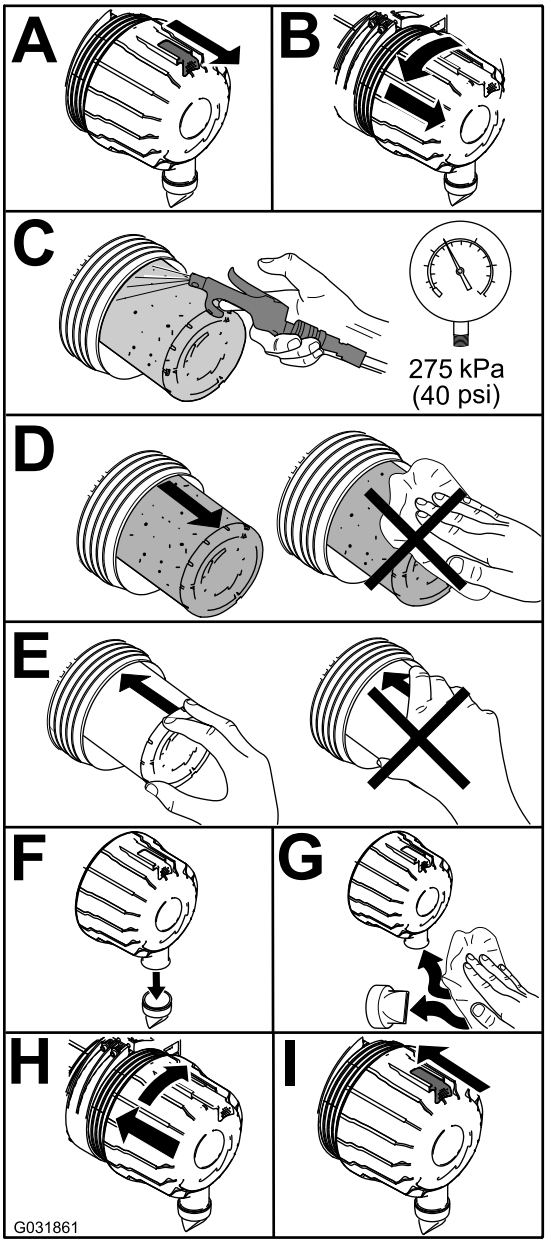

Figur 45
1. Udskift den primære luftfilterindsats (Figur 45).